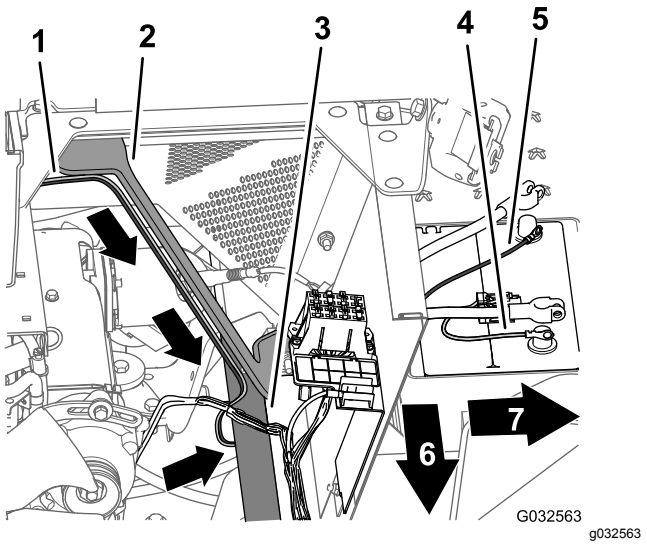

Figuur 138
3. Leid de kabelboomaftakking van 165 cm omlaag langs de linkersteun van het motorscherm en onder de linker framebuis (Figuur 138).
4. Leid de zekering van 50 A en de positieve en negatieve ringconnector van de kabelboomaftakking van 165 cm naar de bovenzijde van de accu (Figuur 138).